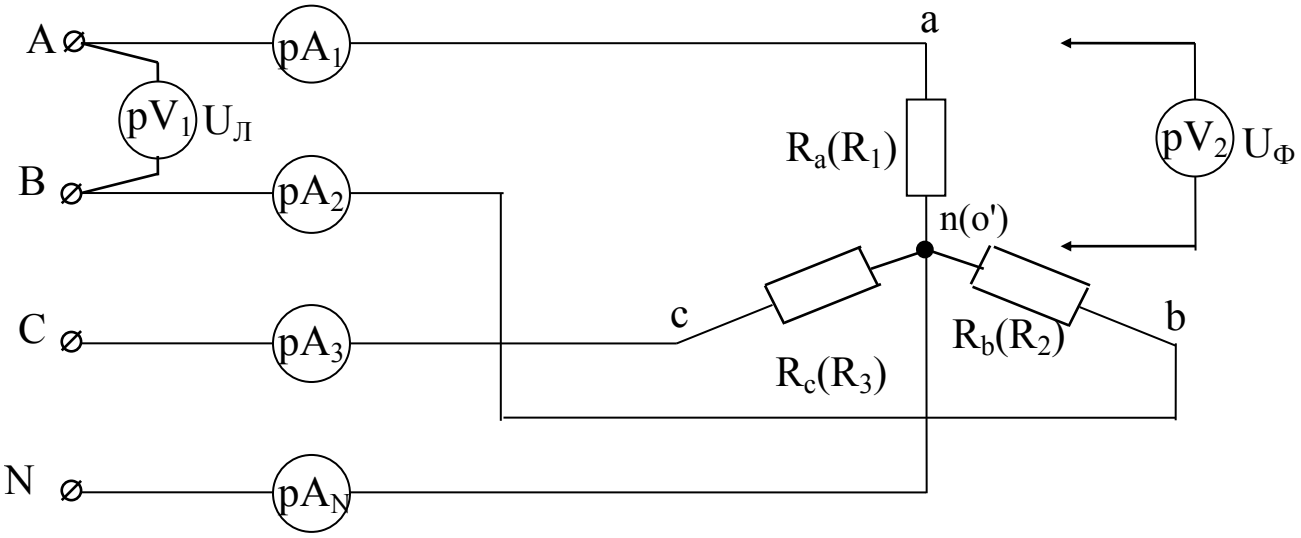

Рис. 4.1
1.1. Соберите цепь по схеме (рис. 4.1).